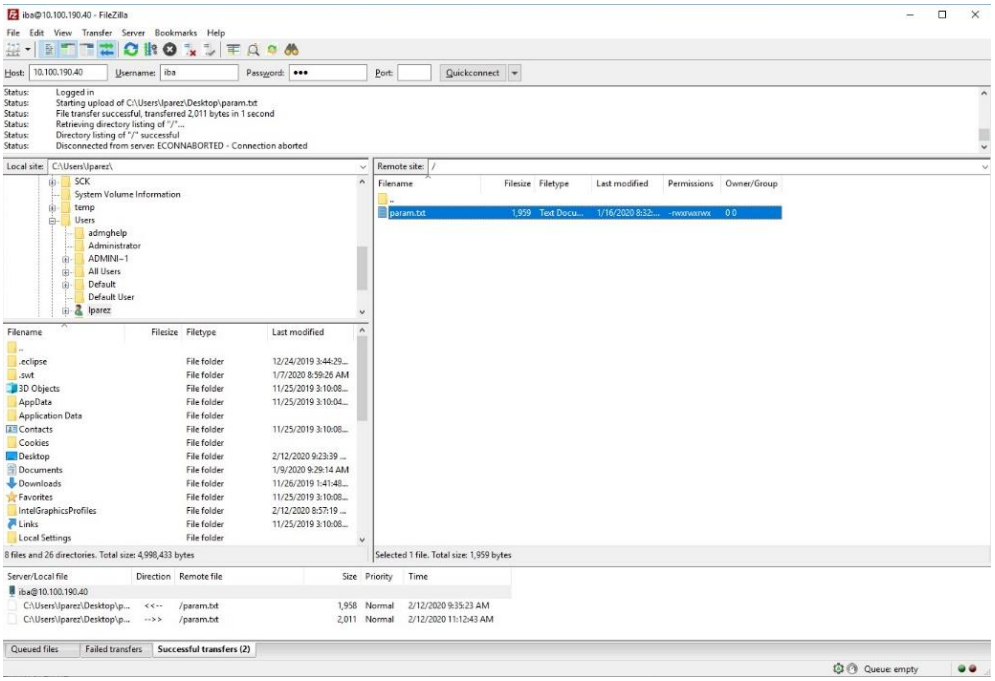

Fig. 2: Param.txt on FileZilla
- If the connection is successful, the “param.txt” file should appear in FileZilla as shown in Fig. 2.